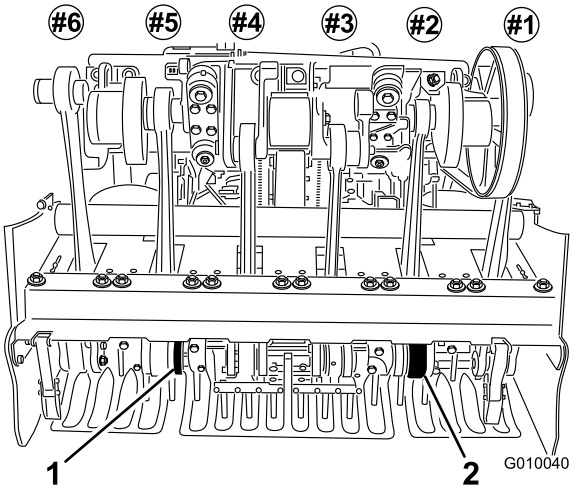

Figur 25
5. Montera harvpinnar i harvpinnshållarna nr 2 och 5 (Figur 25). Dra åt bultarna.